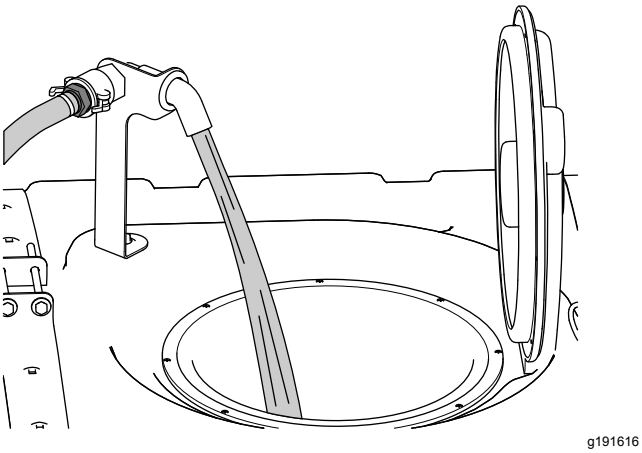

Figur 28
5. Tillsätt tre fjärdedelar av den vattenvolym som krävs i grässprutans tank (Figur 28).